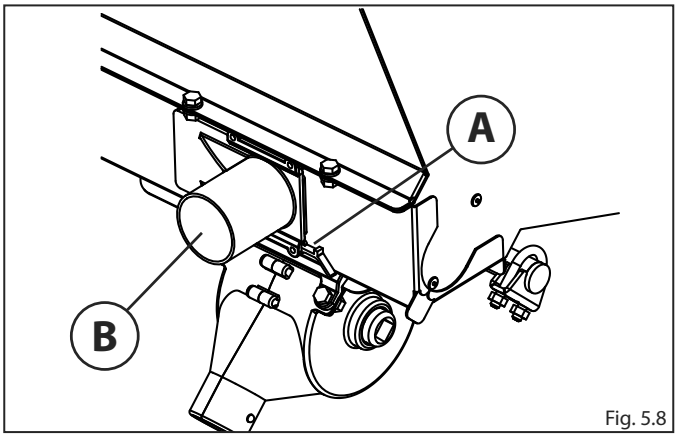

Fig. 5.8
- Move the discharge cap **B** (Fig. 5.8).